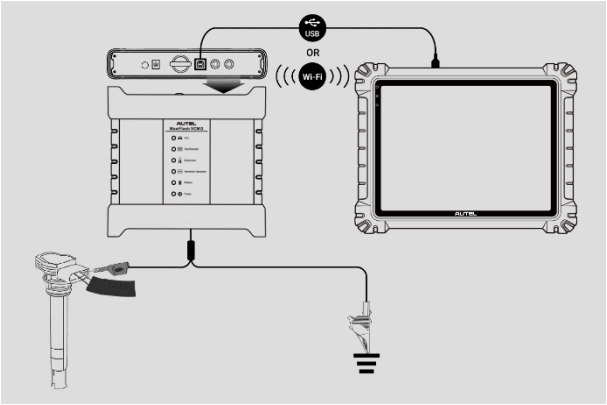

Figura 9-1 ***Schema di collegamento***
1. Inserire le estremità del terminale del puntale o della sonda di prova applicabili nel/nei canale/i di ingresso per completare la connessione. (Vedi *Figura 9-1 Schema di collegamento*)